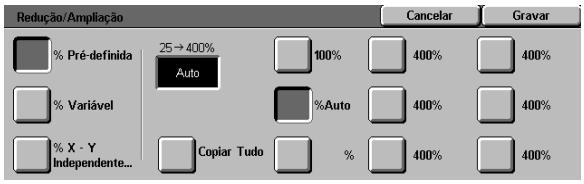

Figura 10: Ecrã Redução/Ampliação
- Prima **Mais...** para ver opções adicionais, tal como ilustrado na Figura 10.